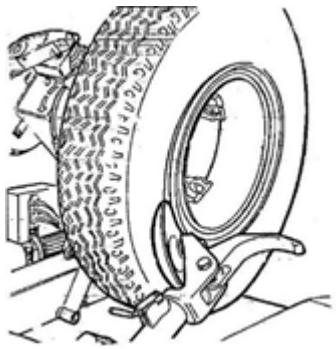

Рис. 34
9) Поместите разъемное кольцо на обод, а затем установите стопорное кольцо при помощи диска, как показано на рис. 34.
9) Установите стопорное кольцо на ободе при помощи диска, как показано на рис. 34.